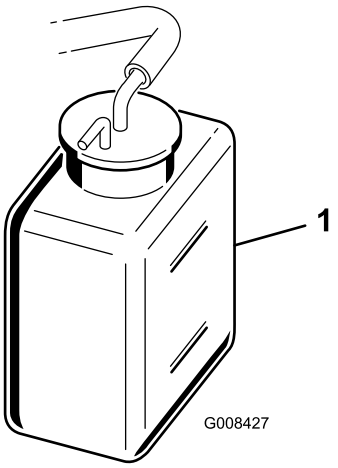

Figur 28
2. Kontrollera kylvätskenivån (Figur 28). Den ska ligga mellan de två strecken på reservtanken när motorn är kall.